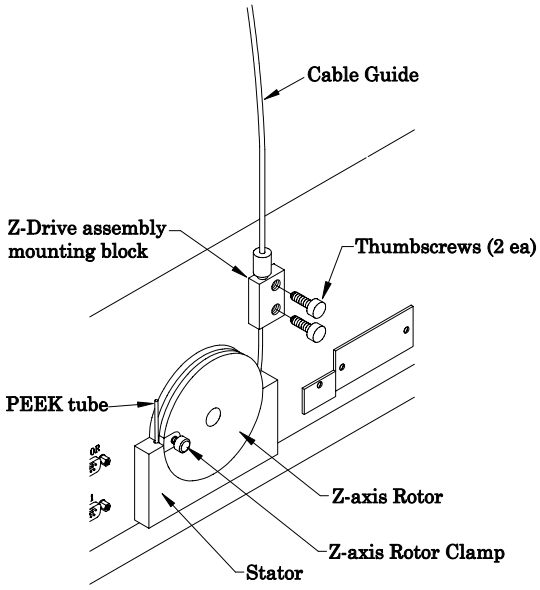

Figure 3–2. Back View of Autosampler Showing Z-Axis Rotor Groove and Mounting Block.
1) **Thread the 1.5-millimeter OD PEEK push-pull cable into the Z-axis rotor groove (Figure 3–2).**
1) **Install a clamp in the slot on the Z-axis slider. (Figure 3–1)**